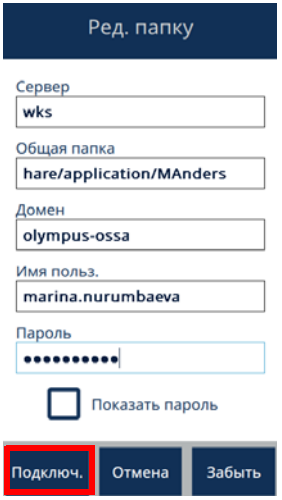

Рис. 4-2 Окно Редактировать папку
2. Нажмите **Подключить** в диалоговом окне **Ред. папку** (см. Рис. 4-2 на стр. 113).